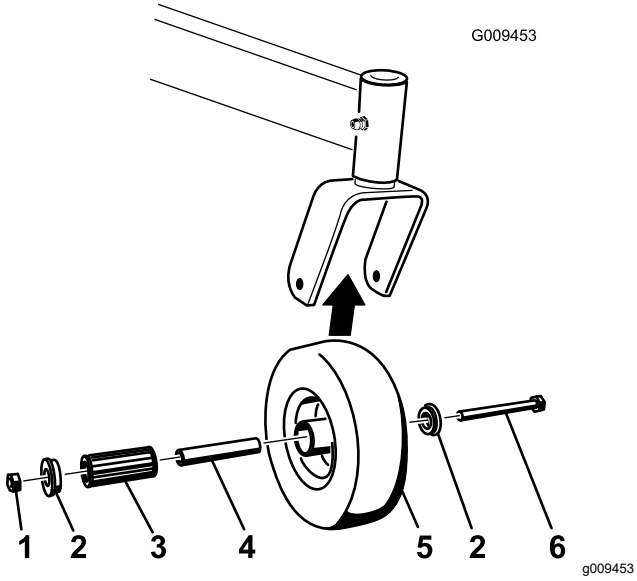

Figure 67
1. Enlevez le contre-écrou et le boulon de fixation de la roue pivotante à la chape (Figure 67).
2. Enlevez une bague, puis sortez la douille pour clé et le roulement à rouleaux du moyeu de roue (Figure 67).
3. Enlevez l'autre bague du moyeu, puis nettoyez la graisse et les saletés éventuellement présentes dans le moyeu (Figure 67).
Remarque: Remplacez les pièces endommagées ou usées (Figure 67).
5. Placez une bague dans le moyeu de roue (Figure 67).
6. Lubrifiez le roulement à rouleaux et la douille pour clé, et insérez-les dans le moyeu (Figure 67).
7. Mettez la deuxième bague dans le moyeu (Figure 67).
8. Montez la roue pivotante dans la fourche à l'aide du boulon et du contre-écrou (Figure 67).
9. Serrez le contre-écrou jusqu'à ce que la base de la douille pour clé soit en appui contre l'intérieur de la fourche (Figure 67).